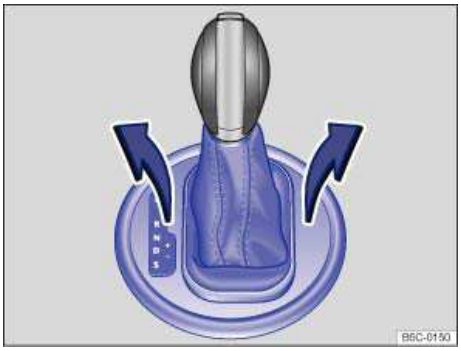

Fig. 162 Removing the selector gate cover.
- Pull upward on the cover around the selector lever sleeve ⇒ fig. 162.